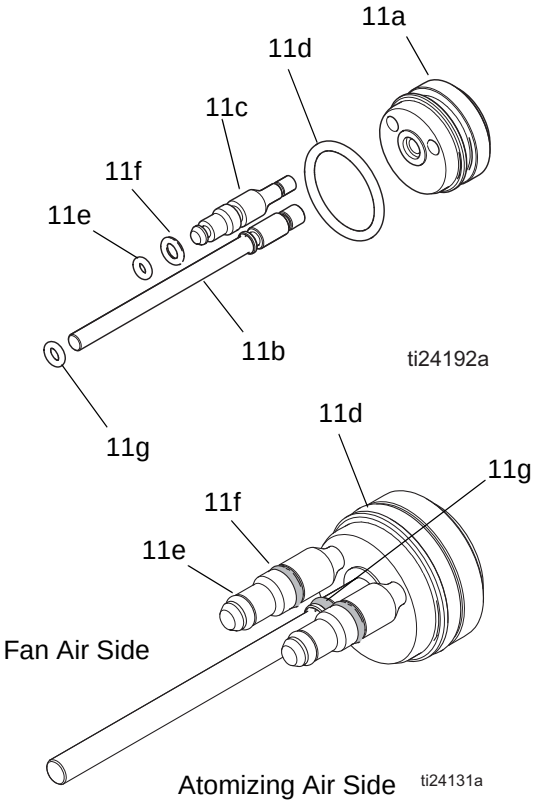
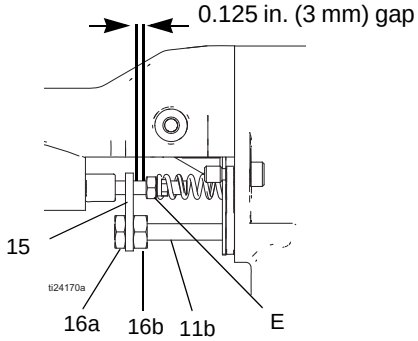

FIG. 29 . Piston O-Rings
FIG. 30 . Actuator Arm Adjustment
2. Remove the air cap, page 29. Remove the gun shroud (26).
3. Remove the jam nut (16a), actuator arm (15), and adjustment nut (16b). See FIGURE 30.
4. Remove piston cap (13) and spring (12) from the rear of the gun.
5. Push on the piston rod (11) to push the piston out the back of the gun.
6. Inspect the o-rings (11d, 11e, 11f, 11g) for damage. See Table 3 and FIGURE 29.
8. Align the two stems (11c) with the holes in the gun body and press the piston assembly into the back of the gun until it bottoms. Install piston cap (13) and spring (12).
See FIGURE 30.
4. Remove the adjustment nuts (16a, 16b) and actuator arm (15). See FIGURE 30.